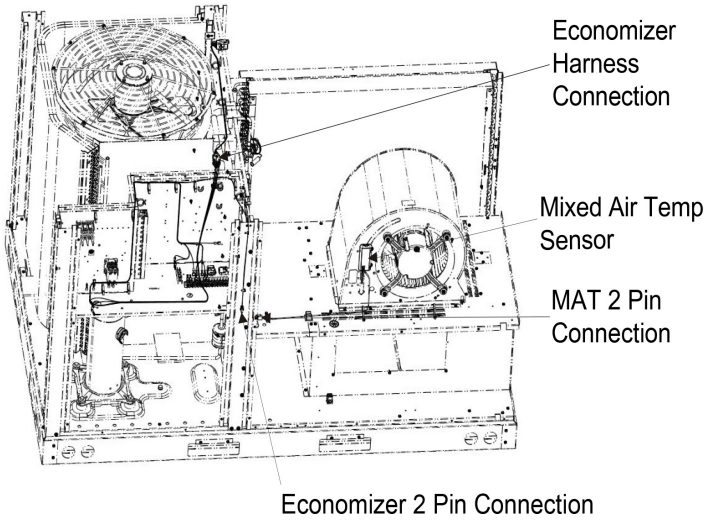
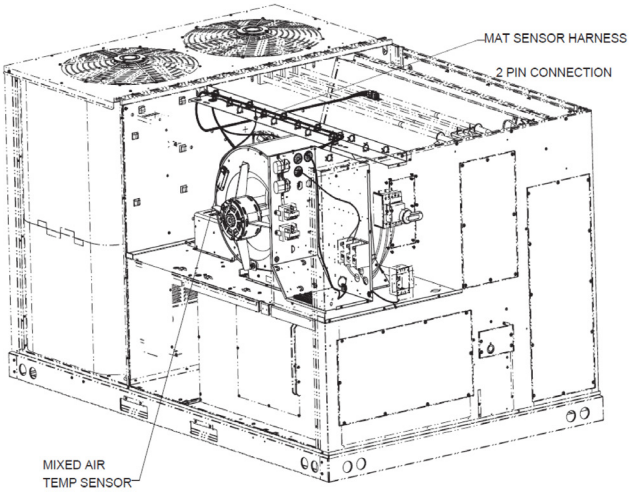

Figure 18
Figure 22 - Indoor Fan Section/Mixed Air Sensor 7.5-12.5 Ton
4. Remove the indoor fan compartment cover and locate the factory installed mixed air temperature harness. This harness consists of two black wires and a two pin connector. If your unit did not come with a factory installed economizer your unit will not have this harness. If your unit does not have this harness, skip to step 4. Economizer kits with DDC controls do not include the mixed air temperature sensor. If your unit has the DDC controls option installed, confirm that the supply air temperature sensor has been installed and is functioning as specified in the *iLINQ* User Manual and skip to step 6. Once the harness is located, install the mixed air temperature sensor provided with the kit on the side of the blower housing. Connect the mixed air temperature sensor to the factory harness using the adapter harness provided with the economizer kit (see Figure 18 or Figure 22). Reinstall the indoor fan compartment cover. Skip to step 5.